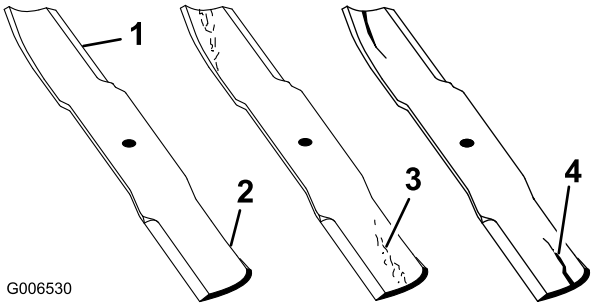

Figur 78
1. Efterse skærekanterne (Figur 78). Hvis kanterne ikke er skarpe, eller hvis de har hakker, skal skæreknivene afmonteres og slibes. Se afsnittet Slibning af skæreknivene.
2. Efterse skæreknivene, især det buede område. Hvis skæreknivene er beskadiget eller slidt, eller hvis der er antydning af en revne i dette område, skal der straks monteres nye skæreknive (Figur 78).